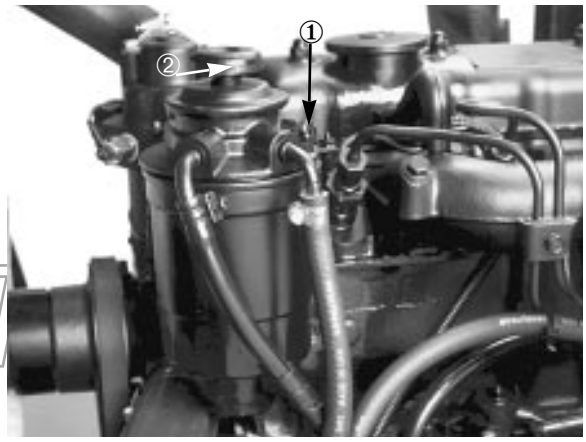

Fig. 12
2. Allentare di un giro la vite di spurgo del filtro carburante (Fig. 12). Pompare lo stantuffo del cicchetto (Fig. 12) fin quando dal foro della vite di spurgo non esce un getto continuo di carburante. Quando il carburante cessa di fare schiuma serrare la vite di spurgo durante la corsa discendente dello stantuffo. Tergere il carburante versato.